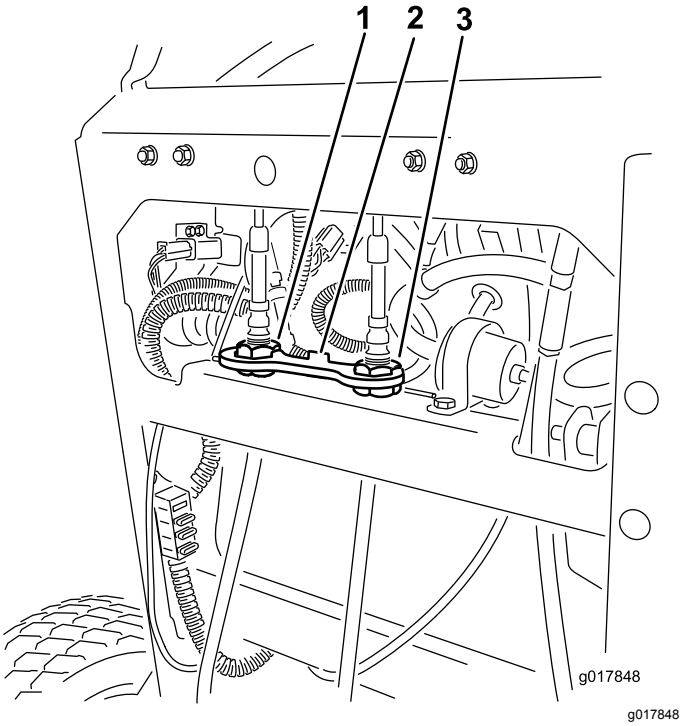

Figuur 55
4. Draai de rechter kabelafstelling zo, dat de rechter rijhendel in het midden van de sleuf voor de neutraalstand in het bedieningspaneel staat (Figuur 55).